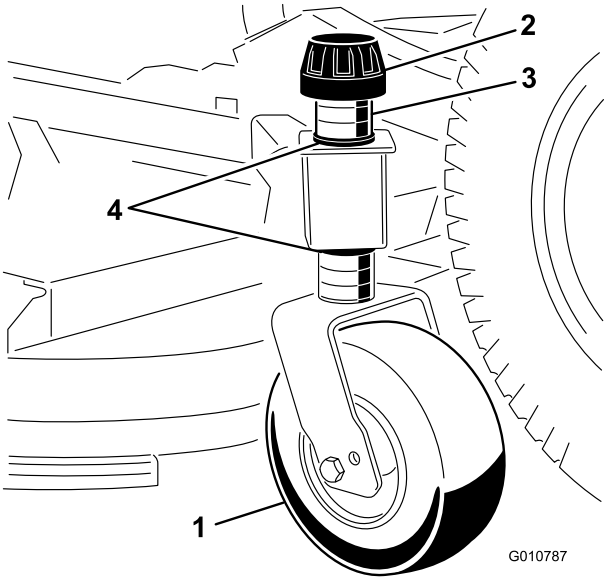

Figur 9
1. Ta bort det spännlock som håller fast klipphöjdshjulet på klippenhetens fästen (Figur 9).